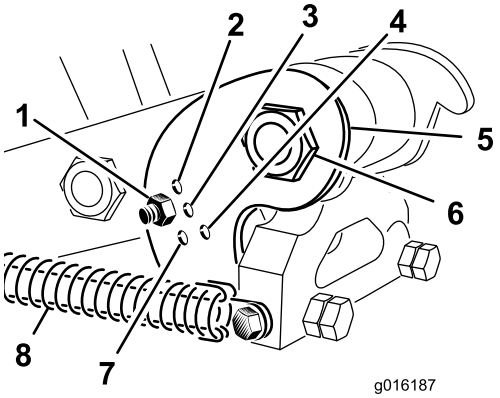

Figuur 36
Stel de gewelfde beugel (Figuur 36) in op de juiste stand op basis van de lengte van de gebruikte tanden. De aanslag van de kop kan in een van de vijf voorbepaalde standen worden gezet door het kiezen van de opening waardoor de stang wordt bevestigd met een bout. Deze openingen zijn slechts vooraf ingesteld, u kunt bijvoorbeeld een tand van 24,4 cm gebruiken in de stand voor 30,5 cm om een gladdere afwerking te krijgen. dit is afhankelijk van de toepassing.
3. Maak de veerspanning naar de tandenkop los (Figuur 36).
4. Verwijder de moer en bout uit de instelopeningen in de gewelfde beugel (Figuur 36).
5. Draai de gewelfde beugel tot deze is uitgelijnd met de gewenste opening in de arm en plaats de bout en moer (Figuur 36).